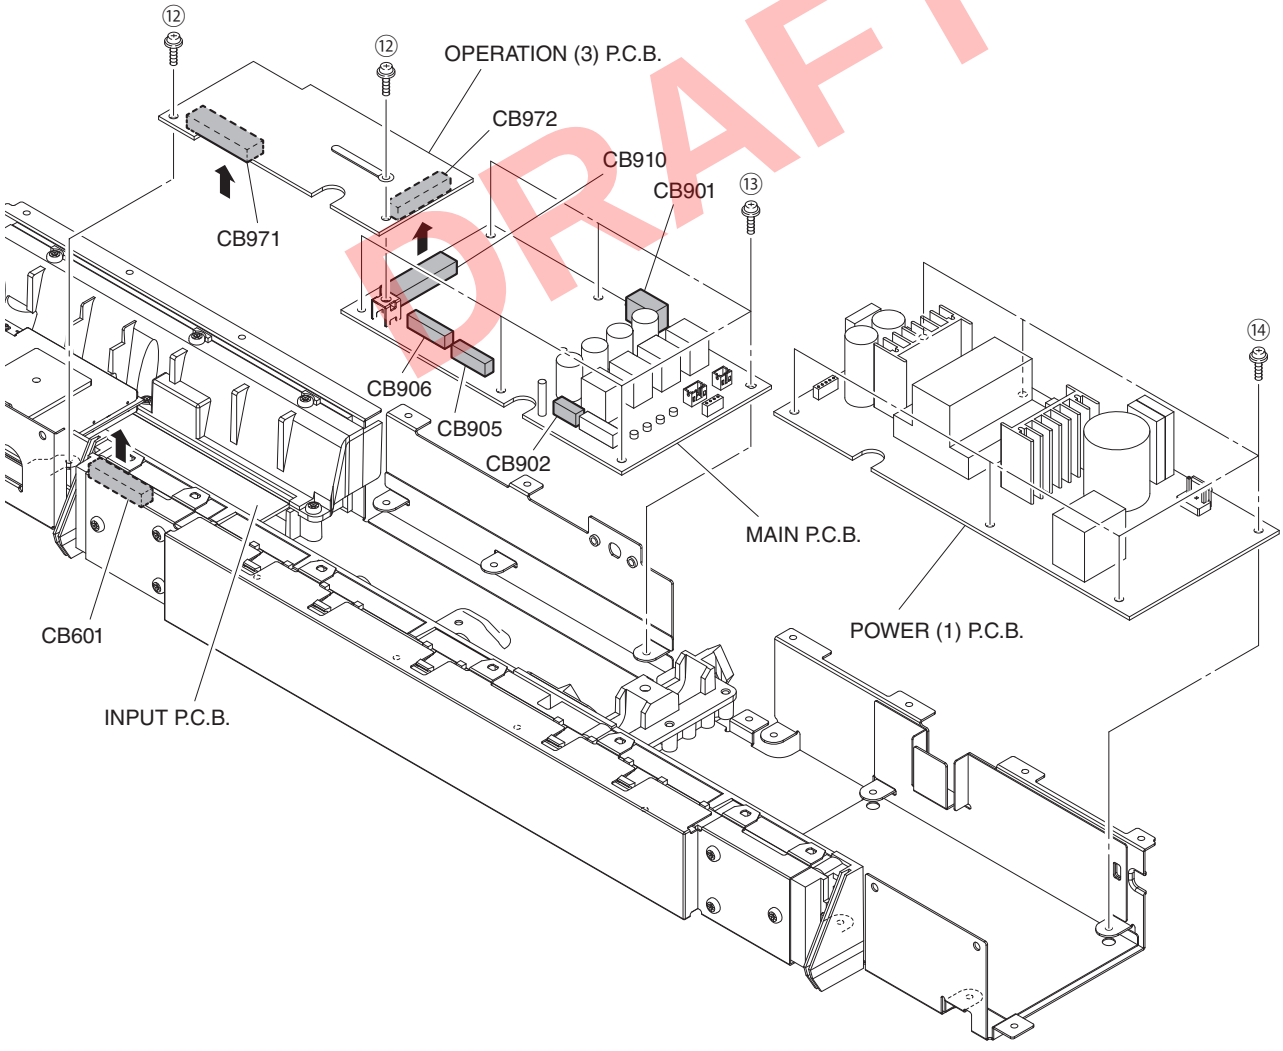

Fig. 4
4. Removal of OPERATION (3) P.C.B. (Fig. 4)
a. Remove 2 screws (⑫).
b. Remove the OPERATION (3) P.C.B. to upward.
5. Removal of MAIN P.C.B. (Fig. 4)
a. Remove 6 screws (⑬).
6. Removal of POWER (1) P.C.B. (Fig. 4)
a. Remove 6 screws (⑭).
b. Remove the POWER (1) P.C.B.
4. OPERATION（3）P.C.B. の外し方（Fig. 4）
a. ⑫ のネジ 2 本を外します。
5. MAIN P.C.B. の外し方（Fig. 4）
a. ⑬ のネジ 6 本を外します。
6. POWER（1）P.C.B. の外し方（Fig. 4）
a. ⑭ のネジ 6 本を外します。